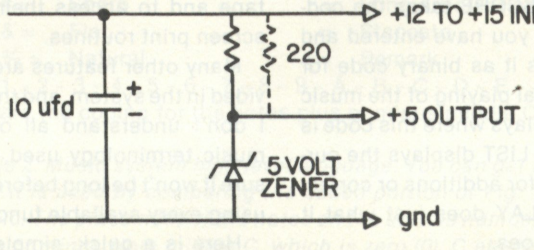

Fig. 1. Five volt power supply.
Table 2. Music system high-level language. You can get an idea of how it is used by comparing the coded portion of Fig. 1 with the music. The placement of the notes on the staff is numbered in hex plus or minus from middle C, which is zero (0). C above middle C would be + 7. See Fig. 1, measure 5.
Coding a piece of music for the "Music System" turns out to be much easier than it first appears. Table 2 is a list of some of the symbols used. Once the symbols for the values of different notes have been memorized, it is very simple to move across the page coding one voice at a time. The system can handle three voices (notes) at once and 32 notes per voice per measure. Fig. 1 is an example of a few measures that have been coded.
Fig. 1. The music and the coding. Lines beginning with / are remarks and are stored and displayed but not compiled. Line 0040 indicates the key of F# and says make a Quarter note equal to 50 iterations of a loop in the tone generator. More or less determines the tempo. 0050 defines the beginning of part A. 0060 is measure 1. It reads—Voice 1 (V1)—Treble Clef (*)—Quarter note 6 (Q6)—Quarter note 7 (Q7)—Eighth note 8 (I8)—Eighth note 9 (I9)—dotted Quarter note 8 (Q.8). V2, V3 and 0070 to 0090 read the same way. 0100 indicates that part B will be a repeat of part A. 0110 will be the beginning of part C. Once coding is learned, many of the symbols that are shown can be left out since note value once set will remain the same until reset. As an example: Q6Q7I8I9Q.8 could be written Q67I89Q.8.
The schematics shown in Figs. 1 through 4 accomplish most of the above goals at a low cost. The circuitry is fairly simple and has worked reliably for several months.